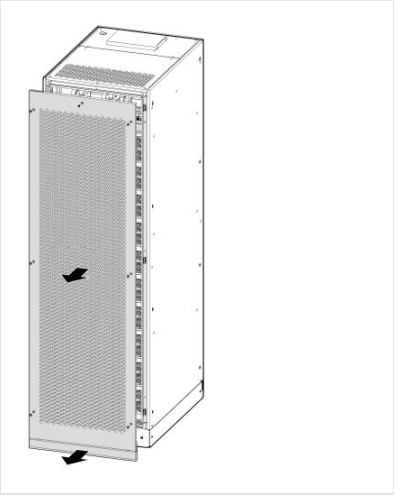

FIGURA 3-16 Rimozione delle piastre posteriore e di fondo
1. Togliete la piastra posteriore e la piastra di fondo dell'armadio (Figura 3-16).